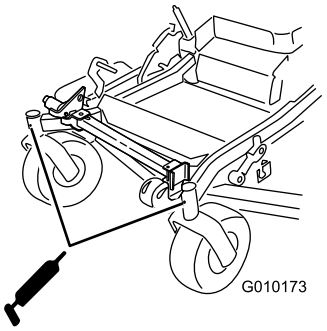

Figur 46
9. Fjern smørenippelen fra hullet. Sett på plass sekskantpluggen og støvdekslet (Figur 46).